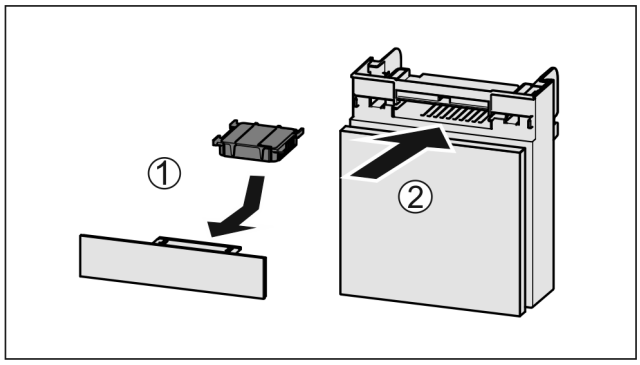

Fig. 197
▶ Introduceți *Fig. 197 (1)* filtrul de cărbune activ după cum se vede în figură.
▶ Împingeți *Fig. 197 (2)* compartimentul în interior.